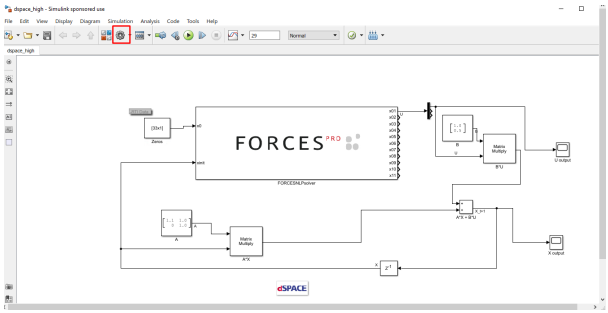

Figure 10.7: Open the Simulink model options.
7. (Figure 10.7) Access the Simulink model's options.